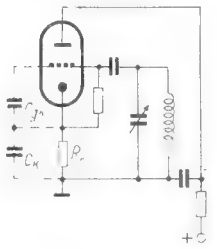

Bild 12. Der Katodenverstärker mit Blindwiderstand als Oszillator
3. Anwendung des negativen Eingangswiderstandes zur Schwingungserzeugung (Bild 12).